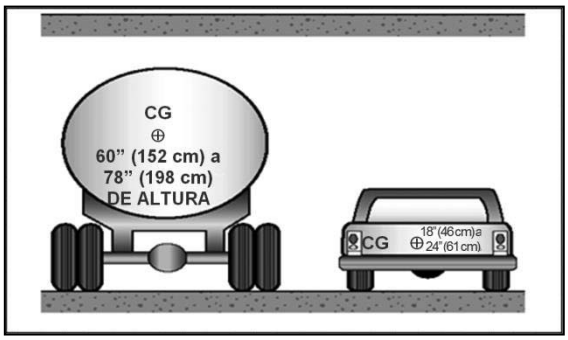

Figura 8.1
Debido al centro de gravedad (CG) alto y al movimiento del líquido, el transporte de líquidos en tanques exige que el conductor tenga habilidades especiales. Ver la figura 8.1.